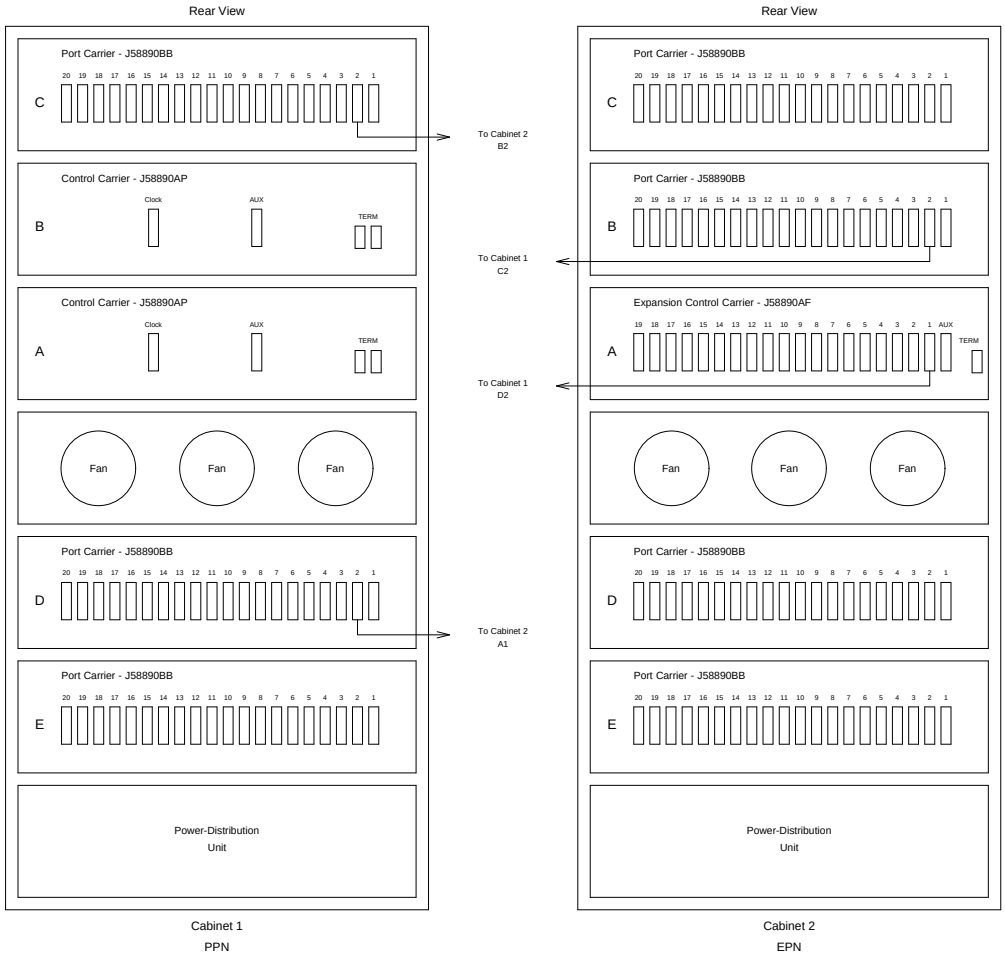
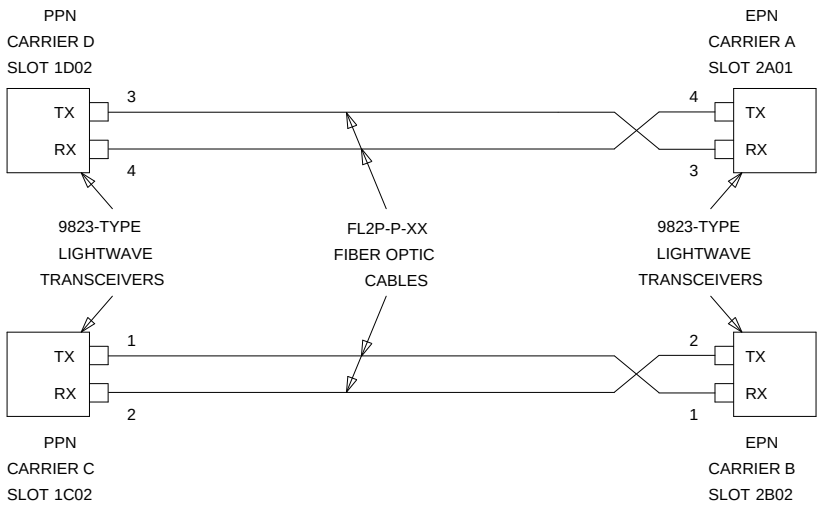
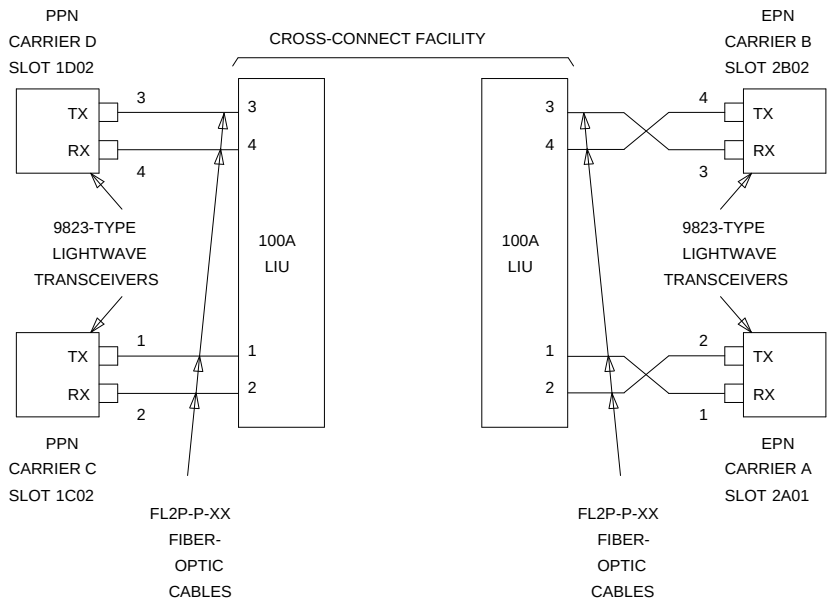

Figure 2-43. Critical-Reliability G3r V4 with Two Port Networks
Figure 2-44. With Critical Reliability
Figure 2-45. With Critical Reliability
The connectors on the lightwave transceivers are labeled either “TX” (transmit) or “RX” (receive), while the fibers attached to each connector are numbered either ‘‘1’’ or ‘‘2.’’ A viable fiber connection is only made when both fibers in each cable (that is, ‘‘1’’ and ‘‘2’’) route from the “TX” connector of a port network to the “RX’’ connector of its adjacent port network. For an example, refer to Figure 2-44.
1. Behind port carrier C of the PPN cabinet (see Figure 2-43 and Figure 2-44):
1. Behind port carrier C of the PPN cabinet (see Figure 2-43 and Figure 2-45):